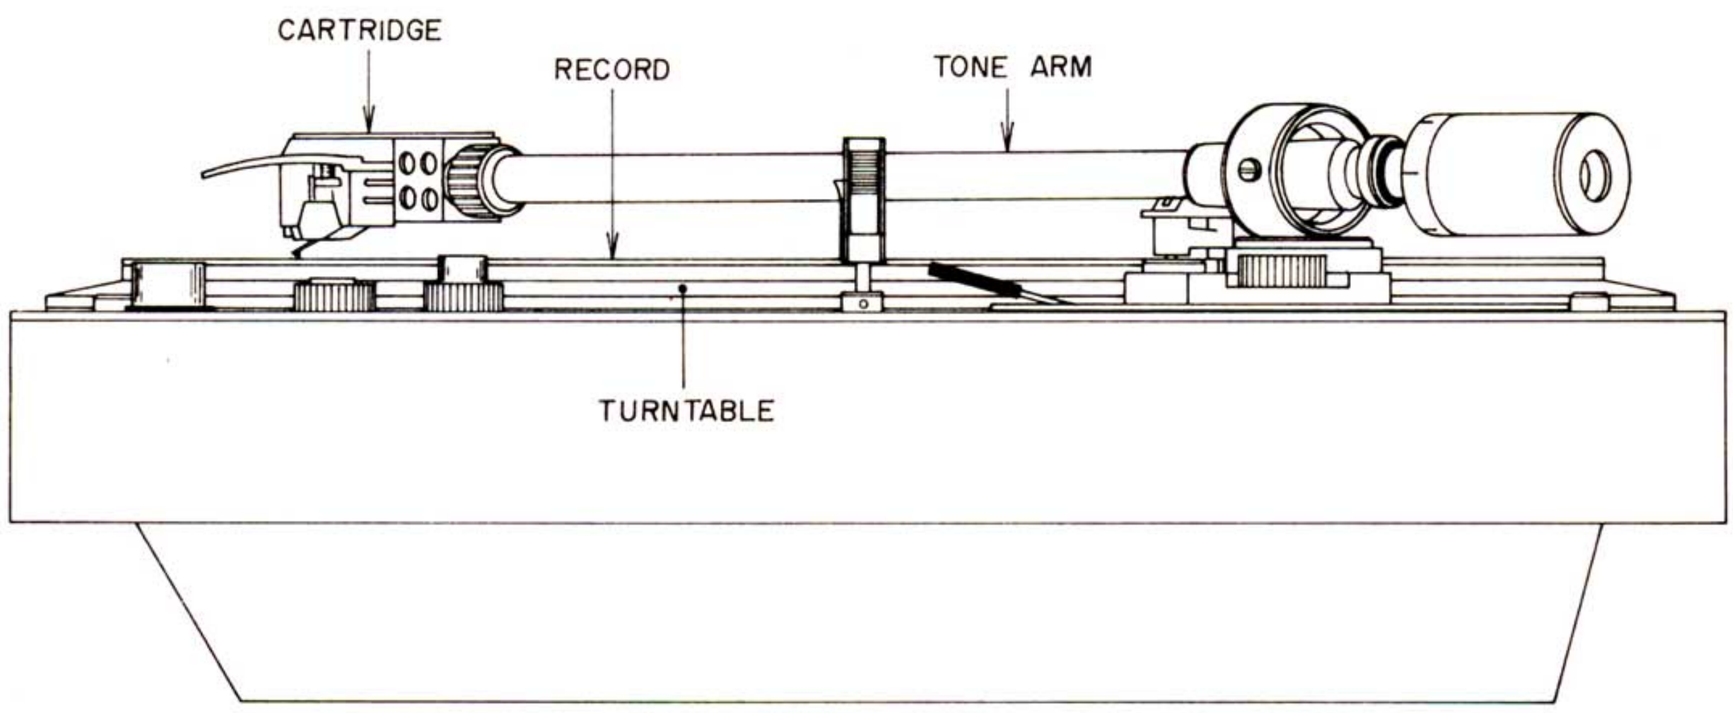

Fig. 6
2) While playing a record, adjust tone arm height so that the tone arm is exactly horizontal as shown in Fig. 6 and tighten screw.